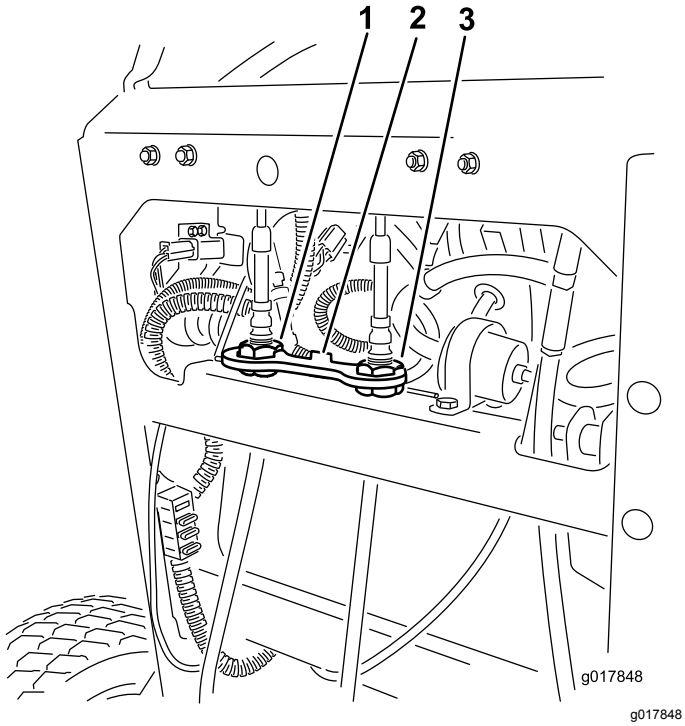

**Figur 71**
6. Monter kabellåsen på kablets justeringsmøtrikker for at låse justeringen fast (Figur 71).